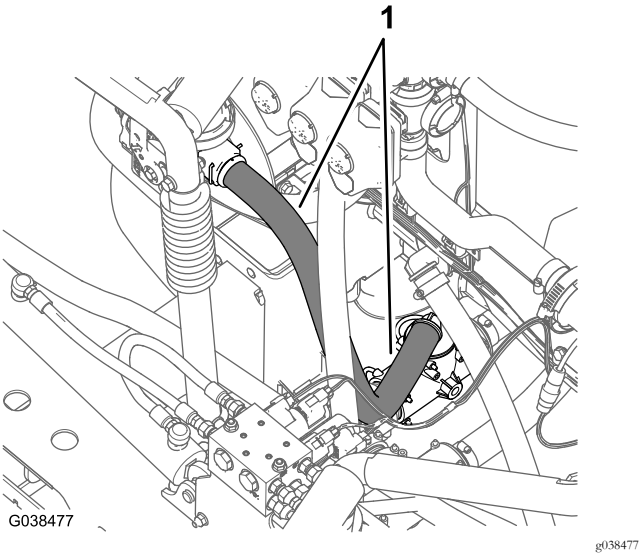

Figura 74
3. Alinhe o tubo de fornecimento do pulverizador para baixo e na direção da união em T que se encontra à frente da válvula de descarga da pressão, como se mostra na Figura 74.